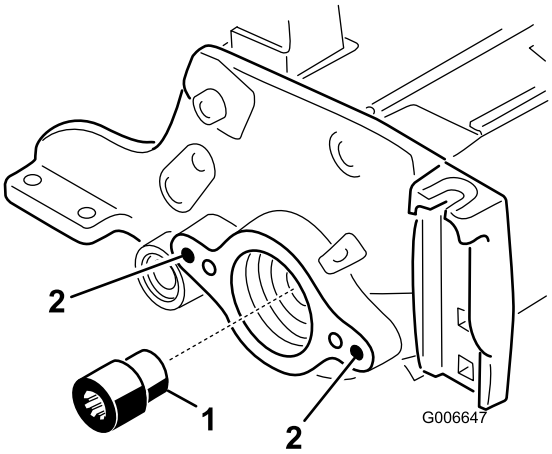

Figuur 7
12. Verwijder het gegleufde inzetstuk van de as van de messenkooi (vanaf de kant van de motor van de messenkooi). Gebruik hiervoor het gereedschap voor de aandrijfas van de messenkooi (Figuur 7). Gebruik het gereedschap voor de aandrijfas van de messenkooi, onderdeelnr. TOR4074 Verwijder al het vet van de schroefdraadopening waarin het gegleufde inzetstuk heeft gezeten.
13. Monteer het nieuwe (langere) gegleufde inzetstuk op de as van de messenkooi (Figuur 7). Smeer vóór u het inzetstuk monteert blauwe Loctite op de schroefdraad. Vastdraaien met een torsie van 115-129 N·m.
15. Verwijder met een 3/8-16 tap de verf in de buitenste montageopeningen in de linker en de rechter zijplaat (Figuur 7).